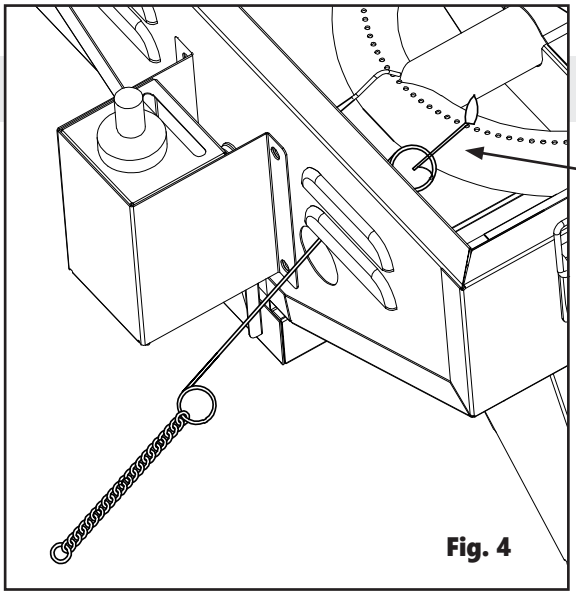

Fig. 4
2. Mientras sostiene un fósforo, encienda el quemador (Fig. 4), presione la perilla del regulador hacia adentro y gírela 270 grados (o 3/4 de giro) en el sentido opuesto a las manecillas del reloj hasta la posición de High (Alto).